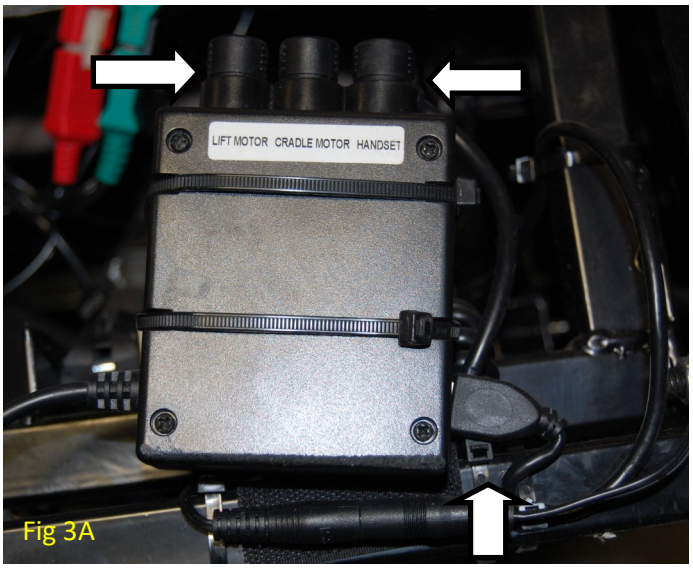

Fig 3A
Step 3 - Attach the USB cable (GMUSB-2-MF) to the frame with a 8” black Ty wrap (BB5518) as shown. See Fig 3A. Run the USB cable along the frame and secure it using Ty wraps like the coil cord shown above in Fig 2.
Step 4 - Attach the control box extension (GM3000-CB-EXT) to the control box. Attach the cradle motor (GM3000-CM) and the lift motor (GM3000-LM) to the control box. as shown. Fig 3A.